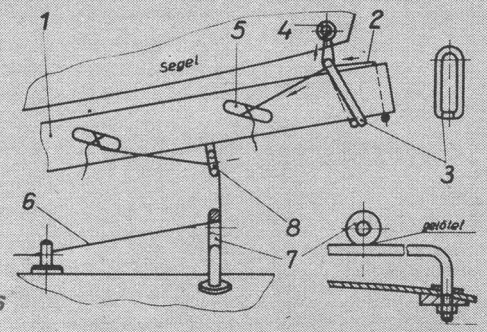

Bild 6
Im Bild 6 wird die Schnur (2) durch eine Bohrung im Großbaum (1), durch den Schieber (3), das Auge (4), zurück zum Schieber und zur Belegklampe (5) geführt und dort belegt. Der Schieber klemmt auf dem Großbaum. Die Schot (6) wird durch eine Umlenköse (7) und die Schrauböse (8) des Großbaumes auf eine Belegklampe geführt und dort belegt.